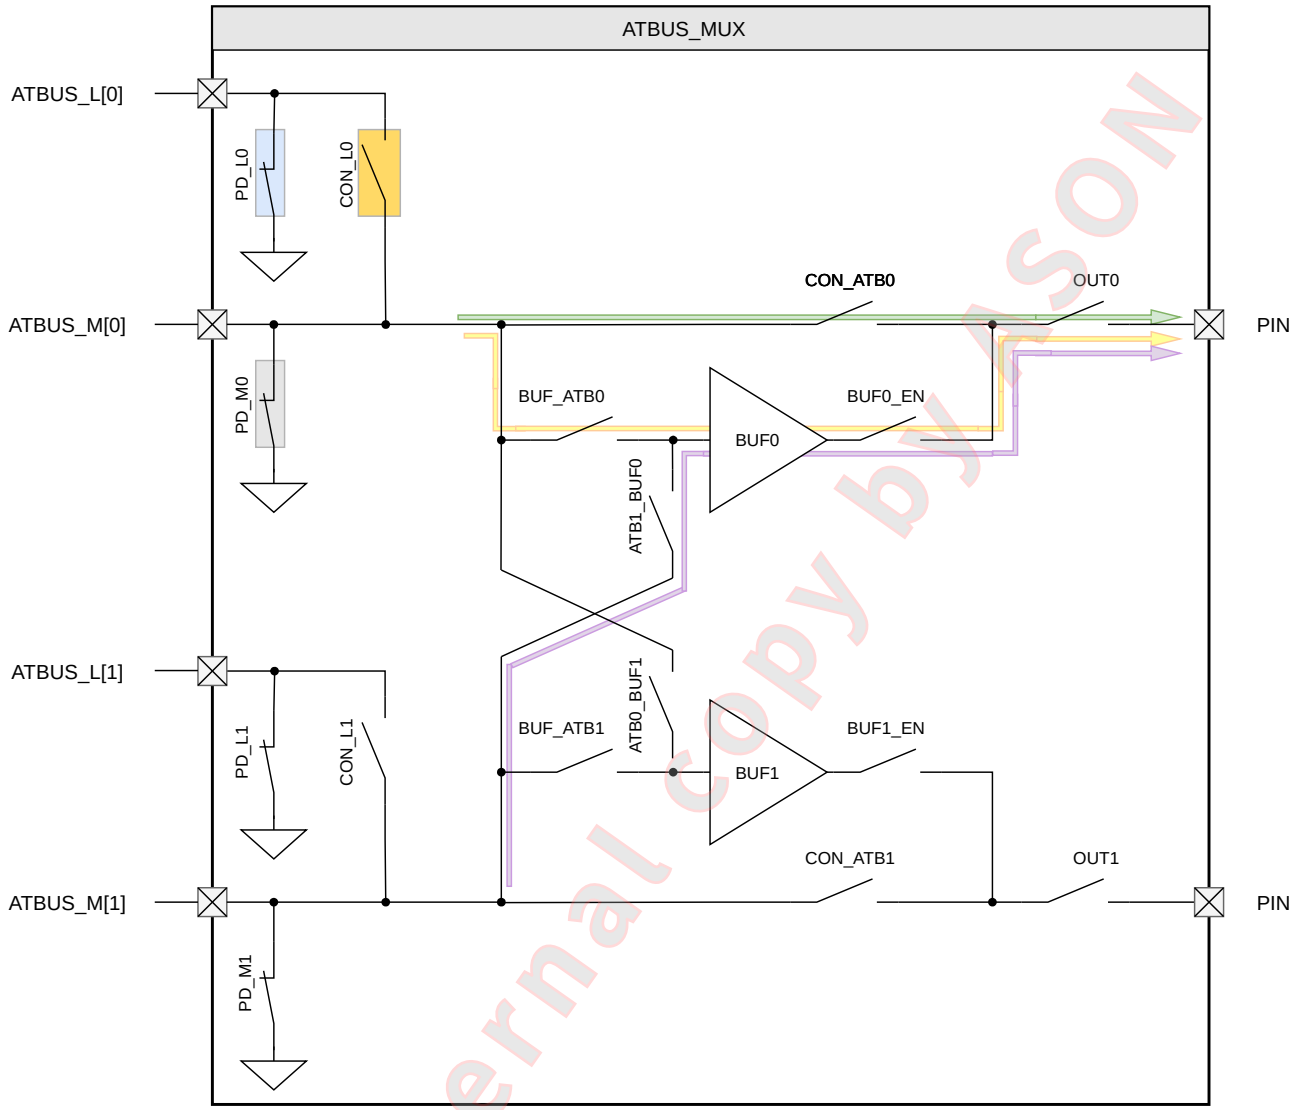

Figure 4: ATB MUX structure
- The ATB buses are connected to external pins using a standardized MUX structure, see Figure 4
Remark to Figure 4: Colors are valid for both analog test buses, but drawn for ATB0 only. They are referenced in the register table TMR_ANA_ATB.